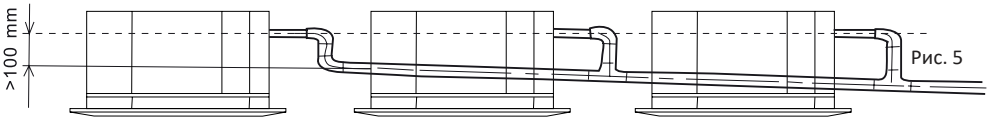

Рис. 5
- Если отвод дренажа от нескольких внутренних блоков осуществляется в общий дренажный трубопровод, то каждое последующее подключение к нему необходимо выполнять на 100 мм ниже предыдущего (рис. 5).